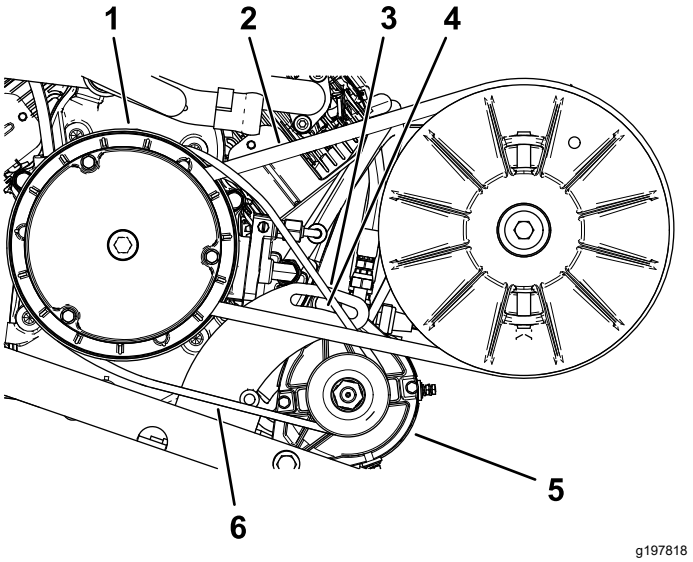

Figur 70
2. Løsne startergeneratorens svingmutter (Figur 70).
4. Trykk spikerjernet nedover for å vri starteren ned i sporet til remspenningen er 6 mm ved 44 Nm styrke (Figur 70).
5. Stram svingmutteren for hånd, og fjern spikerjernet (Figur 70).